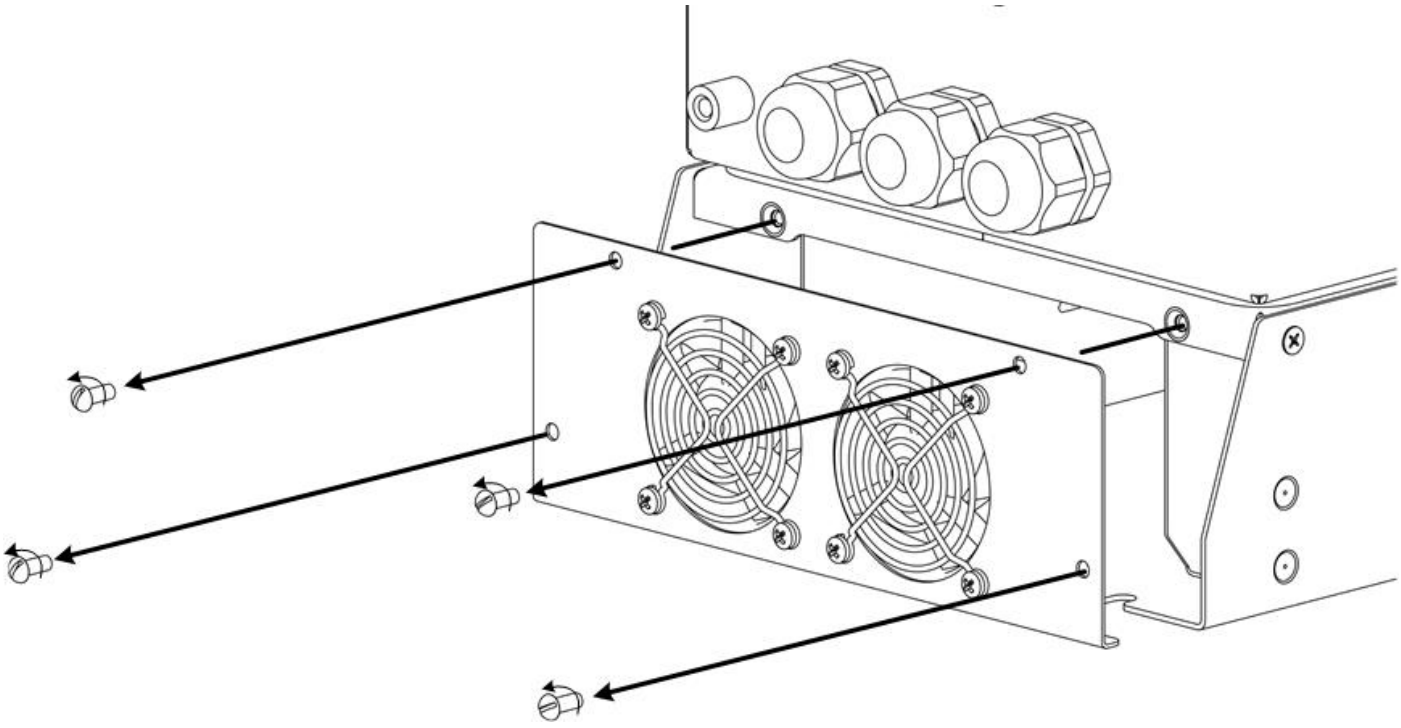

Рисунок 14.2 — Снятие панели вентиляторов
2. Снимите панель вентиляторов. (см. рис. 14.2).